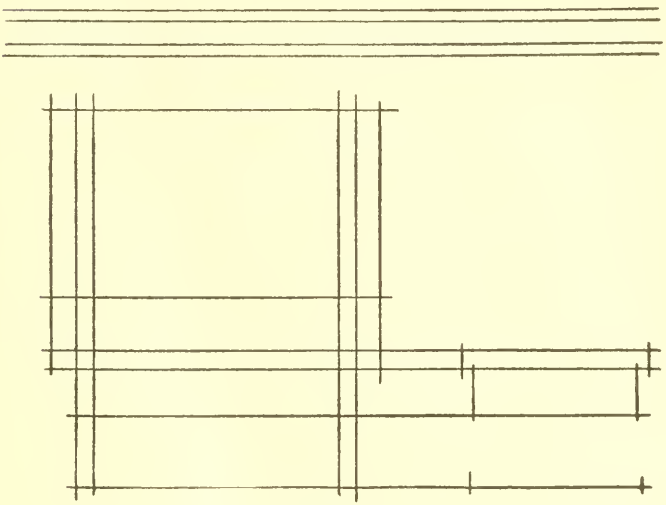

Fig. 5.
(2) Locate and draw the main vertical lines. These lines should also be light and of indefinite length. (See Fig. 5.)